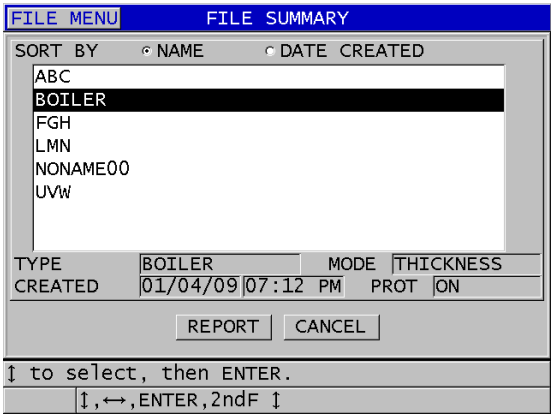

Rysunek 11-30 Ekran raportu FILE SUMMARY (Podsumowanie pliku)
4. Na ekranie **FILE SUMMARY** (Podsumowanie pliku) (patrz Rysunek 11-30 na stronie 240):